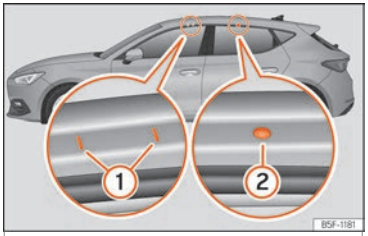

Fig. 142 Points de fixation des barres longitudinales pour la galerie porte-bagages du toit (Leon).
Les points de fixation avant et arrière ① et ② sont visibles uniquement lorsque les portes sont ouvertes ››› fig. 142.